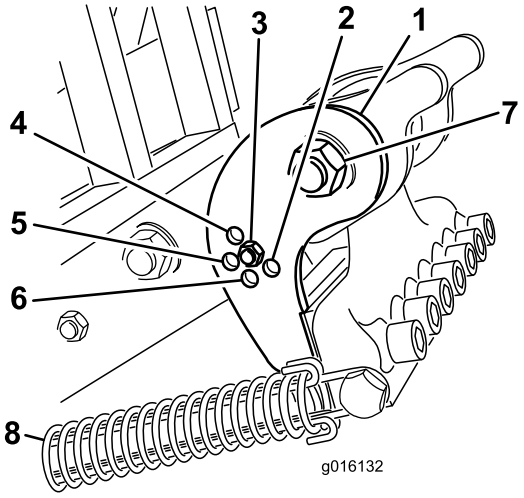

Rysunek 35
Ustaw kąt pochylenia (Rysunek 35) we właściwej pozycji uzależnionej od długości używanych zębów. Ogranicznik głowicy ustawiany jest w jednej z pięciu gotowych pozycji poprzez wybór otworu, do którego przykręcony jest koniec pręta regulacyjnego. Otwory te nie są przydzielone na stałe, na przykład użycie zębów o długości 25 cm w położeniu 30 cm pozwala w niektórych sytuacjach uzyskać równiejsze otwory.
3. Odłącz sprężynę napinającą od głowicy z zębami (Rysunek 35).
4. Odkręć nakrętkę i śrubę znajdujące się w otworze regulacyjnym we wsporniku pochylenia (Rysunek 35).